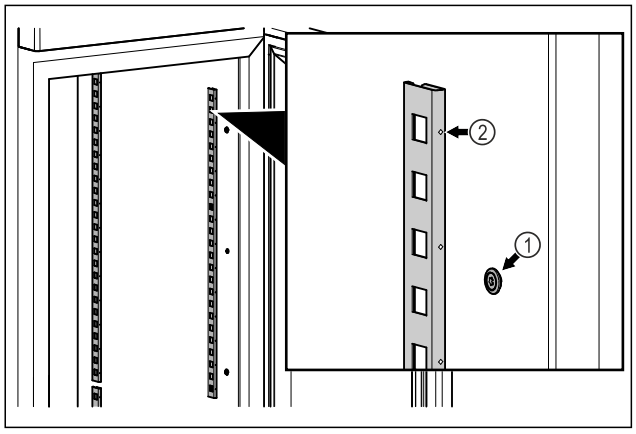

Fig. 17 Voorbeeld
▶ Vastzetstrips in de ophanging *Fig. 17 (1)* haken. Markering *Fig. 17 (2)* moet naar voren wijzen.